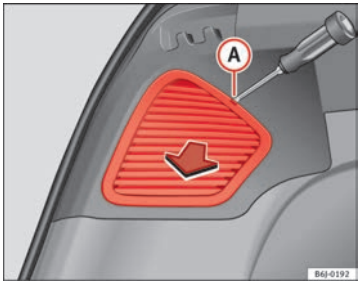

Fig. 159 Side lights
– Remove the lid with a flat screwdriver, placing it in notch (A) ⇒ fig. 159.